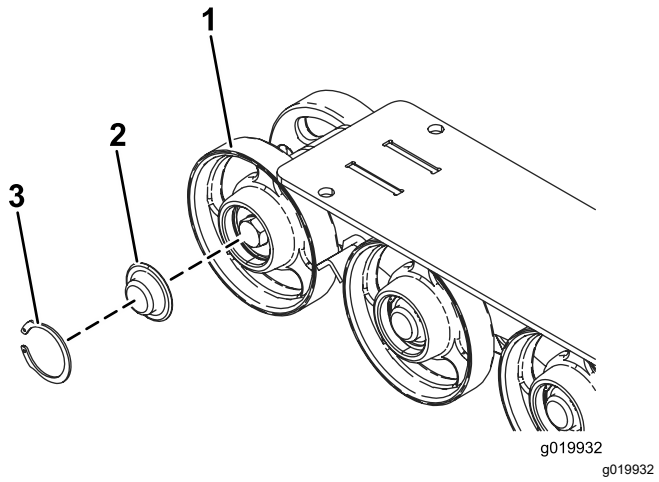

**Figuur 49**
5. Verwijder de snapring en dop van een wegwiel (Figuur 49).
6. Controleer het smeervet onder de dop en rond de pakking (Figuur 49). Als er geen vet is als het vet vuil of zanderig is, verwijder dan al het vet, vervang de pakking en breng nieuw smeervet aan.
8. Plaats de ingevette wegwieldop op de kop van de bout (Figuur 49).
9. Zet de wegwieldop vast met de snapring (Figuur 49).